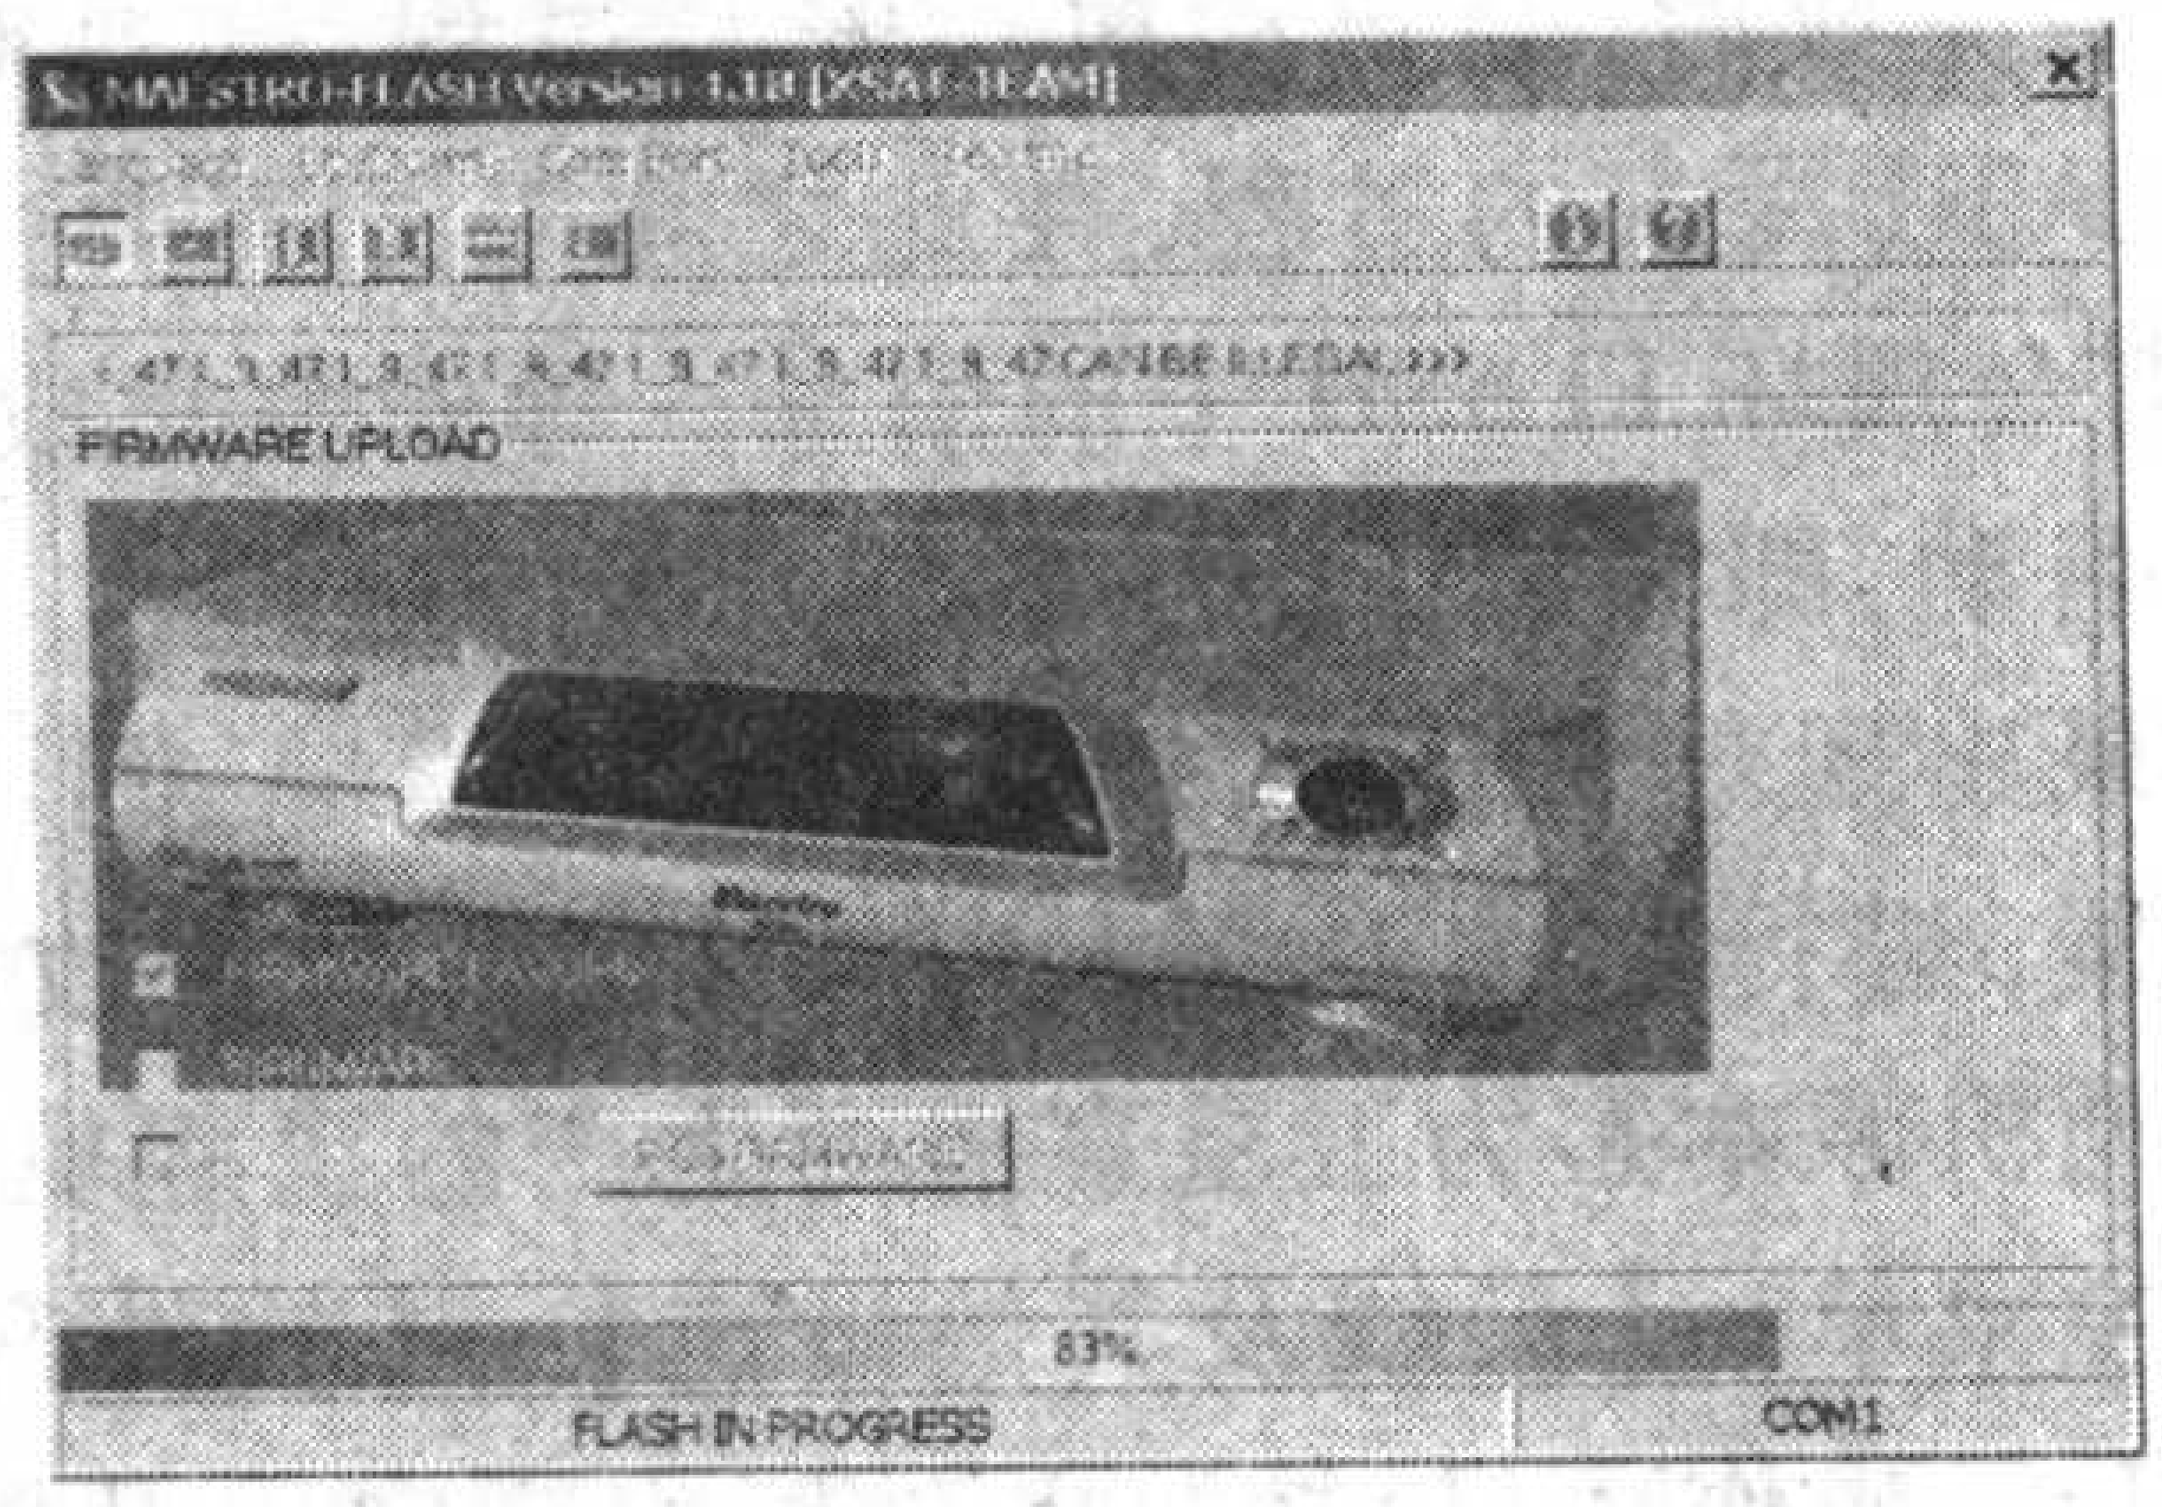

图 29
7. 清除完成后，写入新的 FLASH(见图 29)，数码管同步显示 FLASH 的缩写字母“F ××”状态。